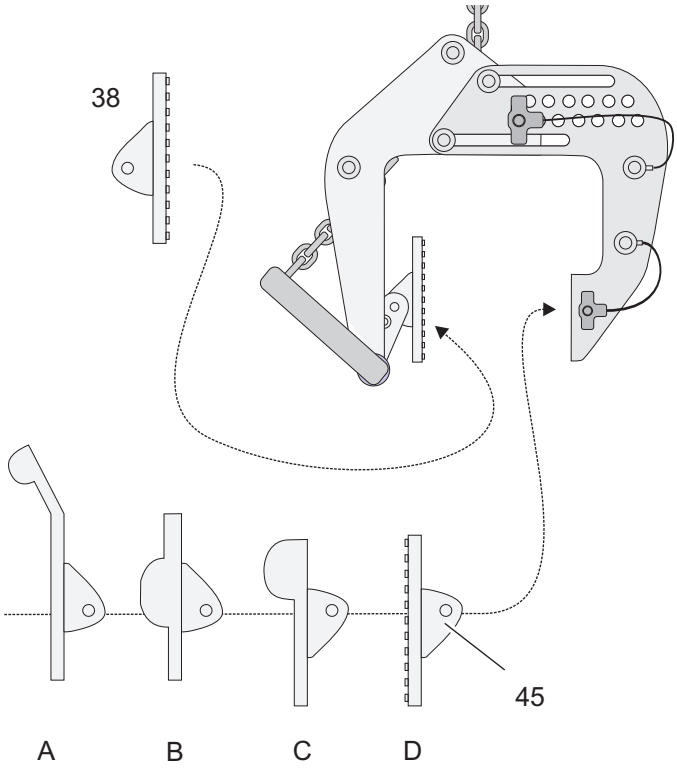

Abb. 4
39	Klemmbacke fest Die Gummierung muss vollflächig vorhanden sein. Klemmbackenvariante D: muss vollflächig mindestens 1 mm Profiltiefe der Gummierung aufweisen. Klammbackenvarianten A-C: Die den Formschluss ergebenden Elemente müssen vollständig, unbeschädigt und an allen Befestigungspunkten verschraubt sein (siehe Abb. 4).
- Kugelsperrbolzen (33) herausziehen
- Klemmplatte (39) mit den beiden Hülsen (10) herausnehmen
- Ausgewählte Klemmbacke in umgekehrter Reihenfolge montieren. Dabei Einbaulage gemäß Abb. 4 (siehe Befestigungsschenkel (45)) beachten